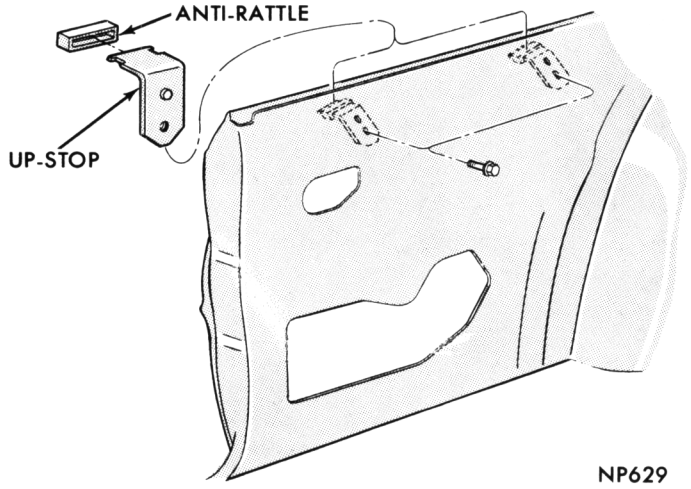
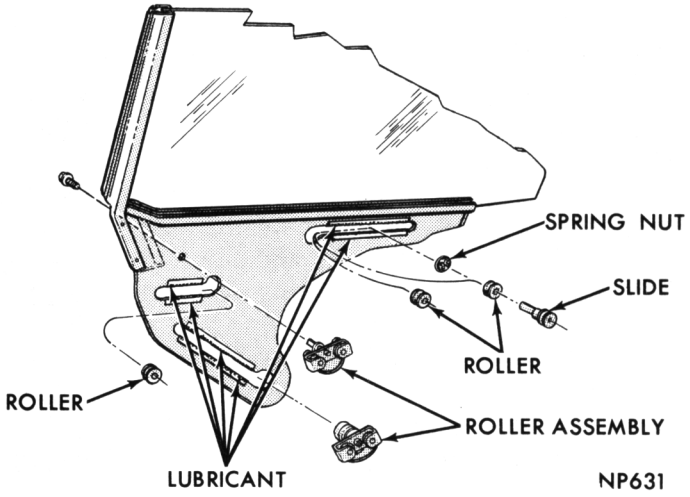

Fig. 41—Quarter Window Up-Stops—Hardtop
Fig. 43—Quarter Window Assembly—Hardtop
(6) Position front and rear up-stops (Fig. 41) to glass lower frame stops and tighten screws.
(2) Remove up-stops from lower frame (Fig. 41).
(3) Remove glass assembly from door.
(4) Remove slide and roller from glass frame rear track and roller assemblies from tracks in front section (Fig. 43).